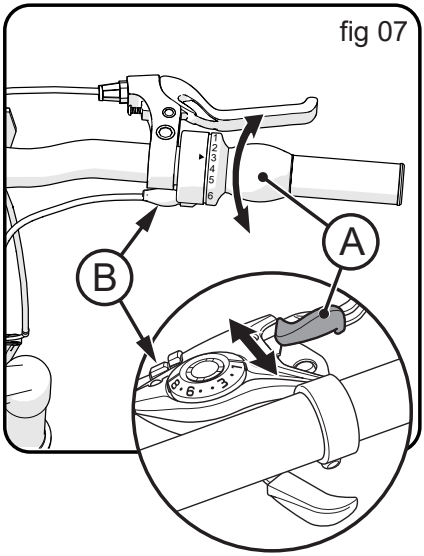

fig 07
- Sem rodar os pedais, rode o controlo das mudanças para a direita (A) um "clique" para trás - ou acione a alavanca de controlo com o polegar até ouvir um "clique" (**fig. 07**).
- Rode o tubo de ajuste (B) para FORA conforme necessário para que a corrente se mova exatamente para o segundo carreto traseiro sem atrito, não salte para outro carreto, nem mude com atraso.